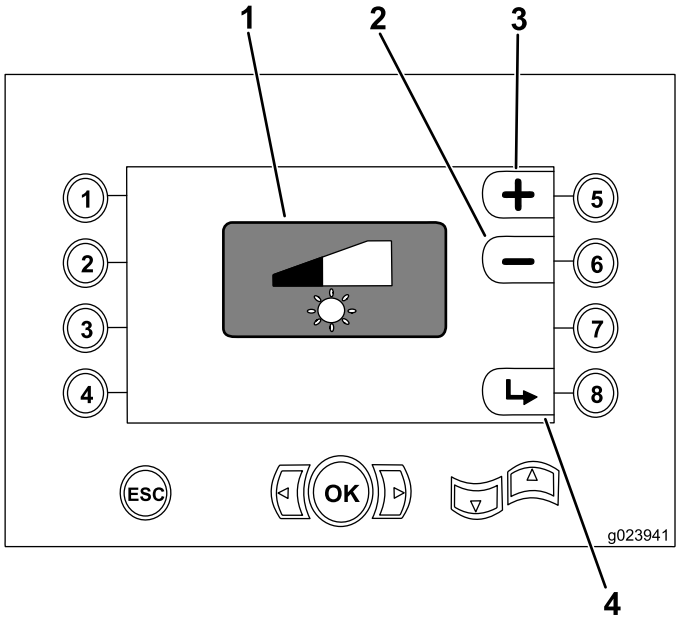

Figura 38
- Pulsante 5: aumento della luminosità del display (Figura 38)
- Pulsante 6: diminuzione della luminosità del display (Figura 38)